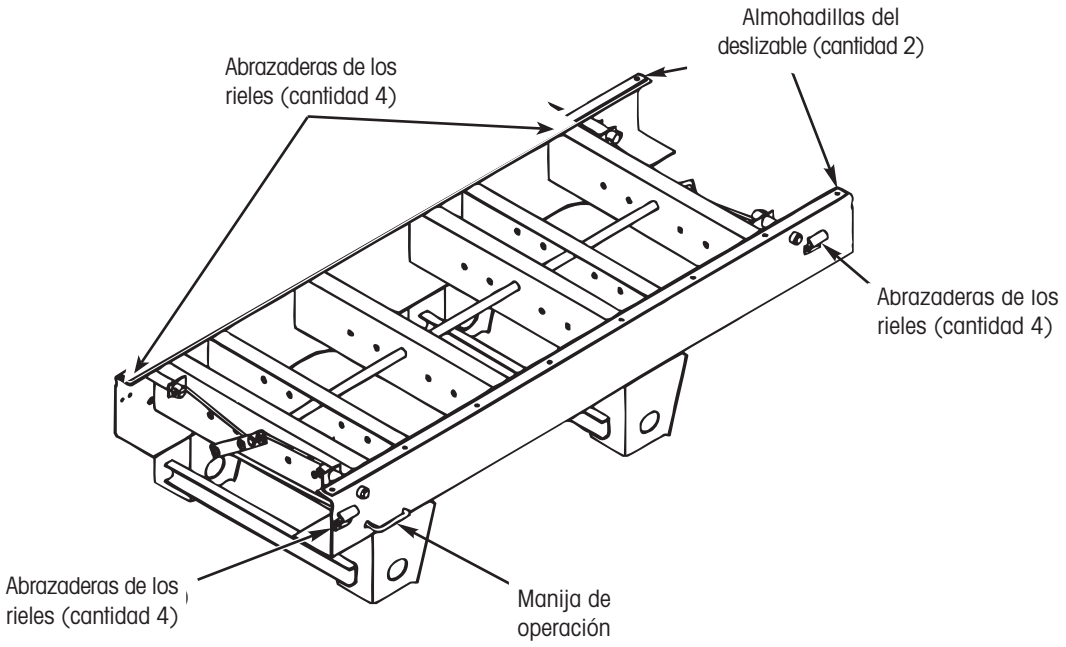

Figura 64. Abrazaderas de los rieles
1. Usando una llave española o un rack y su dado, afloje toda la tornillería (ocho) que sujetan las cuatro abrazaderas de los rieles (Figura 64).
3. Inspeccione la condición de las almohadillas del cuadro deslizable (Figura 64). Para obtener un desempeño optimo de deslizamiento, es importante que la cabeza de los tornillos de las almohadillas del deslizable sean localizadas por debajo de la superficie superior de la almohadilla.